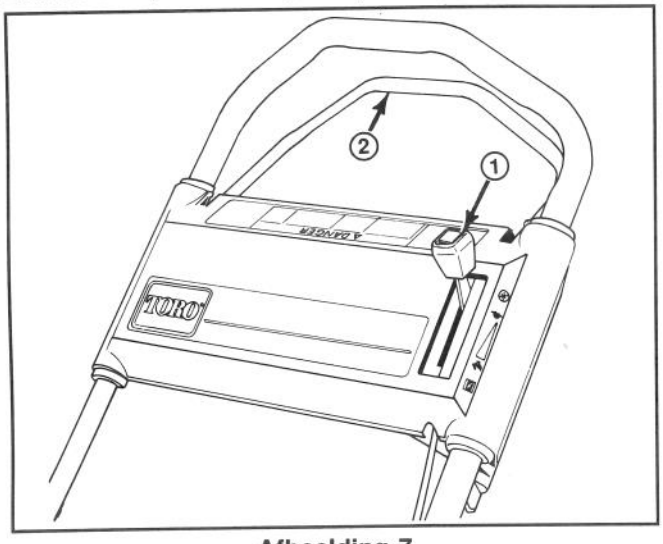
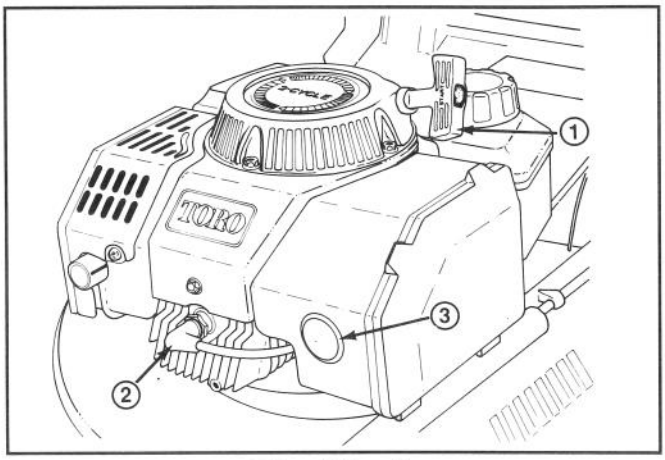
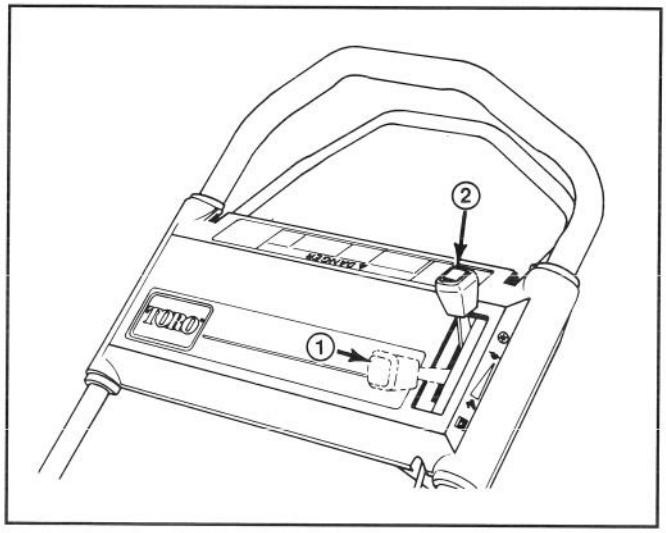

Afbeelding 7
Afbeelding 8
Afbeelding 9
BEDIENINGSSYSTEMEN—Gasklep en bedieningsstang voor de zelfaandrijving (zelfrijdende modellen) bevinden zich op bovenste hendel (Afb. 7). Het brandstofpompje bevindt zich vóór op motor en de repeteerstarter bevindt zich boven op de motor (Afb. 8).
1. STARTEN—Duw draad op bougie (Afb. 8). Zet de gasklep op CHOKE (Afb. 9).
NB: Indien de motor niet wil starten, de gasklep op ENGINE OFF zetten (Afb. 9) en drie seconden wachten. Herhaal vervolgens stap 1-3 tot de motor start.
4. STOPPEN—(Afb. 9) Om de motor uit te schakelen, de gasklep achteruit in de ENGINE OFF stand zetten. Trek de draad uit de bougie wanneer de maaier onbewaakt wordt achtergelaten of niet wordt gebruikt.
1. Zet de motor af en trek de draad van de bougie. (Afb. 8).
1. Dopschroeven (4)
4. Zet de gasklep op OFF (motor uit) (Afb. 9).